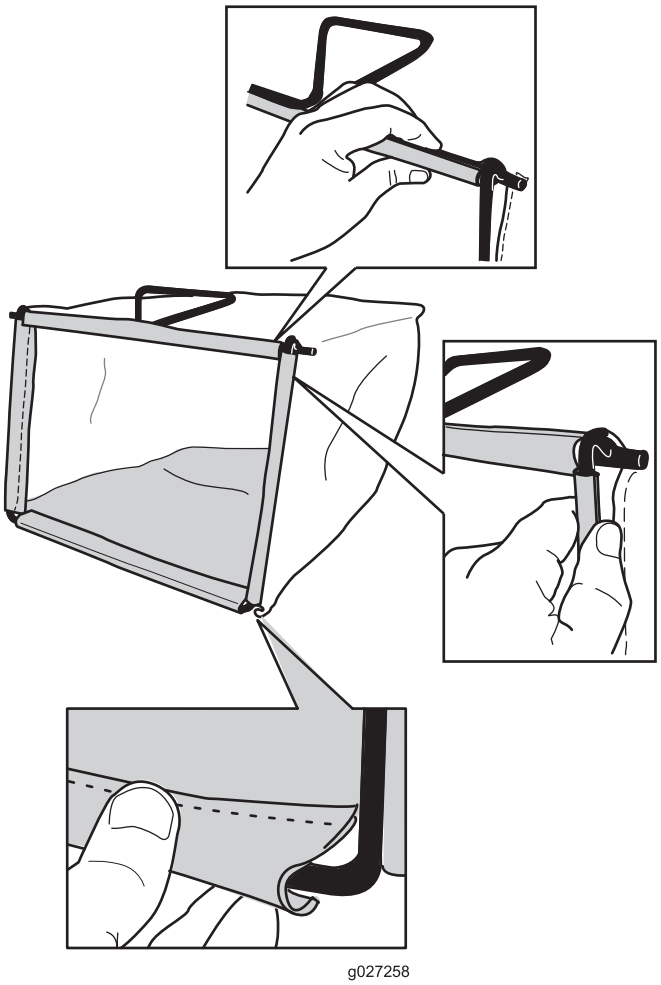

Figure 10
2. Accrochez la glissière inférieure du bac au bas de l'armature (Figure 10).
3. Accrochez les glissières supérieur et latérales du bac au sommet et sur les côté de l'armature respectivement (Figure 10).